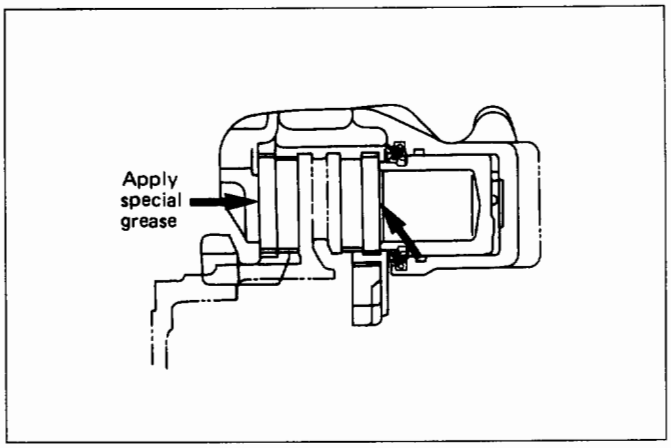

Fig. 5A2-33
3. **Caliper assembly (Fig. 5A2-34)**